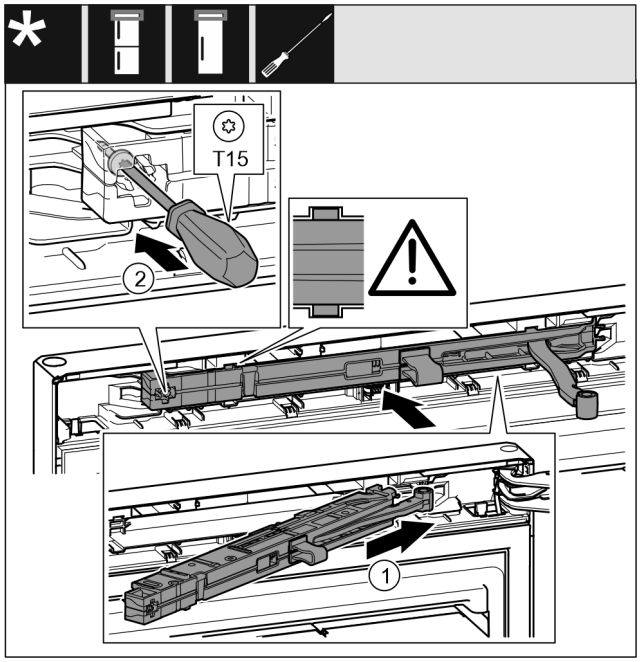

Fig. 22
▶ Jednotku tlumiče zavírání *Fig. 22 (1)* na straně stojanu ložiska zasuňte až na doraz šikmo do vybrání.
▶ Šroubovákem šroub *Fig. 22 (2)* pevně utáhněte.